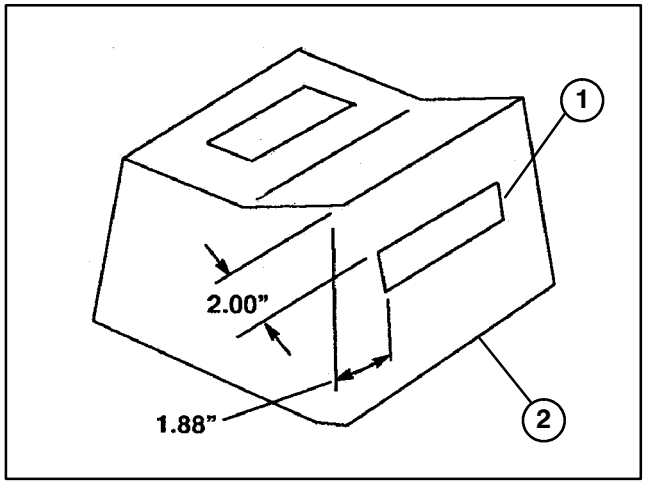

Figure 17
1. Using dimensions shown in figure 17, locate and mount a decal on side of tool box and side of control box.